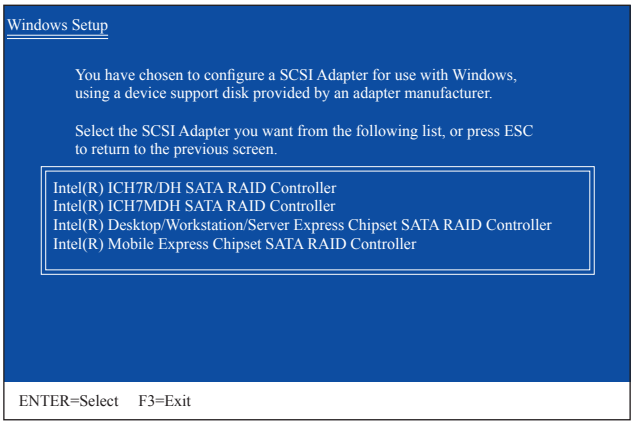

図 3
SATA RAID/AHCIドライバを含むフロッピーディスクを挿入し、<Enter>を押します。次に、以下の図 3 のようなコントローラメニューが表示されます。**Intel(R) Desktop/Workstation/Server Express Chipset SATA RAID Controller** を選択し、<Enter>を押します。AHCIモードの場合、キーボードの矢印キーを使用して **Intel(R) Desktop/Workstation/Server Express Chipset SATA AHCI Controller** アイテムにスクロールし <Enter> を押します。